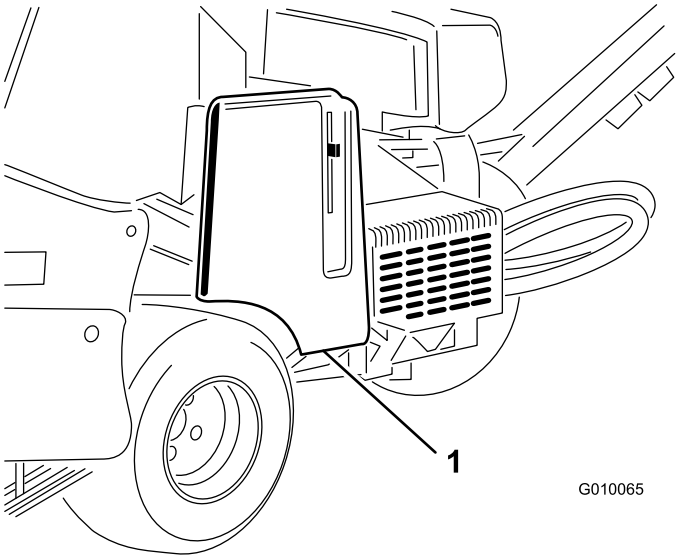

**Figur 56**
1. Lås opp og ta av remdekselet (Figur 56).